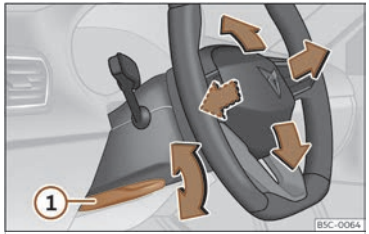

Fig. 82 Lever in the lower left side of the steering column.
- Pull lever >>> **Fig. 82** (1) down, move the steering wheel to the desired position and lift the lever back up until it locks.
- **After adjusting the steering column, push lever >>> Fig. 82 (1) firmly upwards so that the steering wheel does not accidentally change position while driving.**